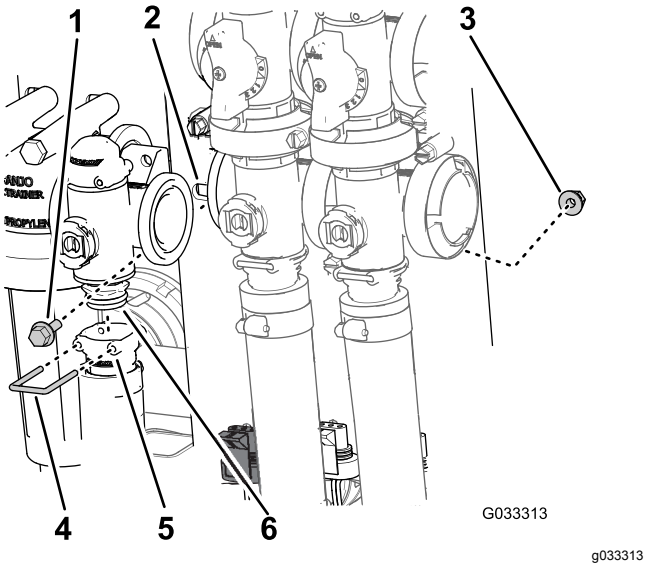

Rysunek 68
2. Zdejmij element ustalający mocujący złącze wylotu do rozgałęźnika zaworu regulacji dawki (Rysunek 68).
3. Odkręć 2 śruby kołnierzowe i 2 nakrętki zabezpieczające kołnierzowe mocujące zawór regulacji dawki do jego wspornika, a następnie odkręć rozgałęźnik zaworu od maszyny (Rysunek 68).